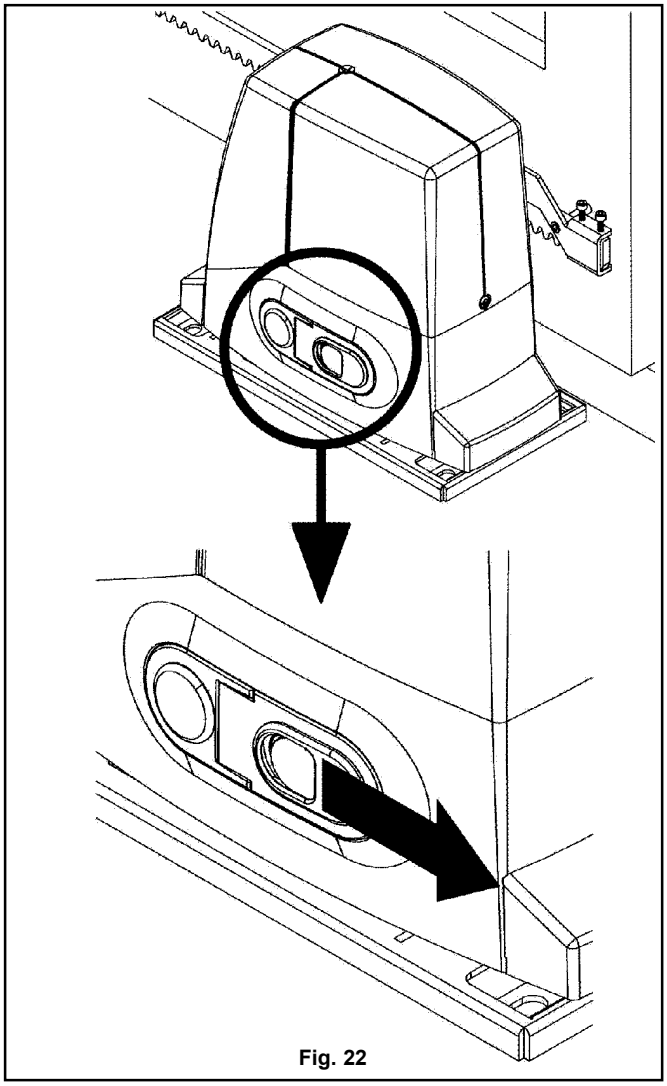

Fig. 22
a) Far scorrere lateralmente il coperchietto di protezione della serratura (fig. 22).